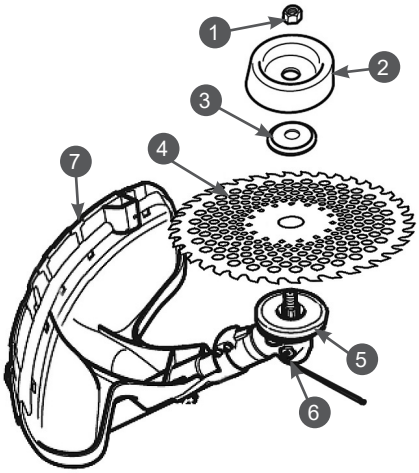

Рис. 3 Конструкция узла крепления ножа
1. Установите защитную шайбу 5 на редуктор (Рис. 3).
3. Установите в отверстие защитной шайбы редуктора стопор 6 (Рис. 3).
4. Установите нож 4 на защитную шайбу 5 редуктора (Рис. 3).